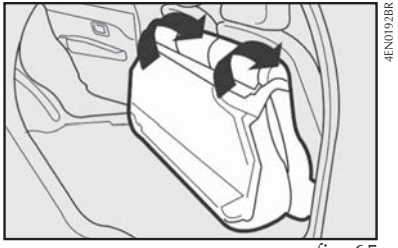

fig. 65
4) Rebater para a frente o encosto, passando os cintos pelos lados, até que este se apoie sobre o assento traseiro **fig. 65**.